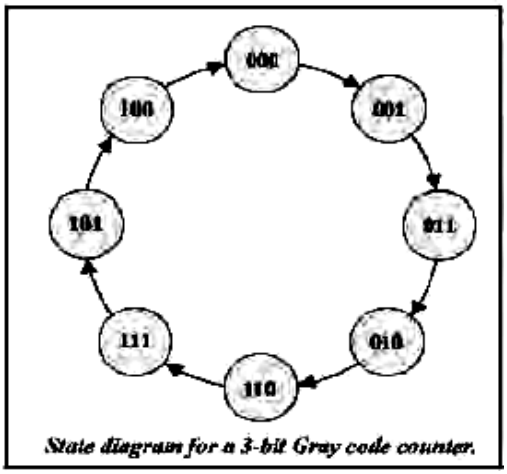

Figure 1
2. Design the 3-bit Gray code counter based on the state diagram of Figure 1 using JK flip-flops.